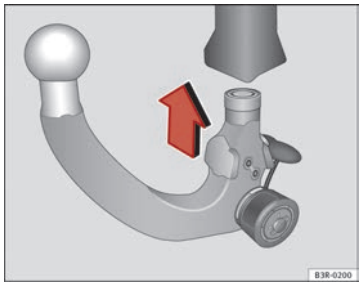

Fig. 167 Removable towing bracket: Inserting the ball joint
– With the spring mechanism in the ready position, insert the ball joint into the mounting fixture and push it upwards ⇒ fig. 167 in the direction indicated (arrow) ⇒ ⚠. It should lock into position automatically. You should now clearly hear it click into place.